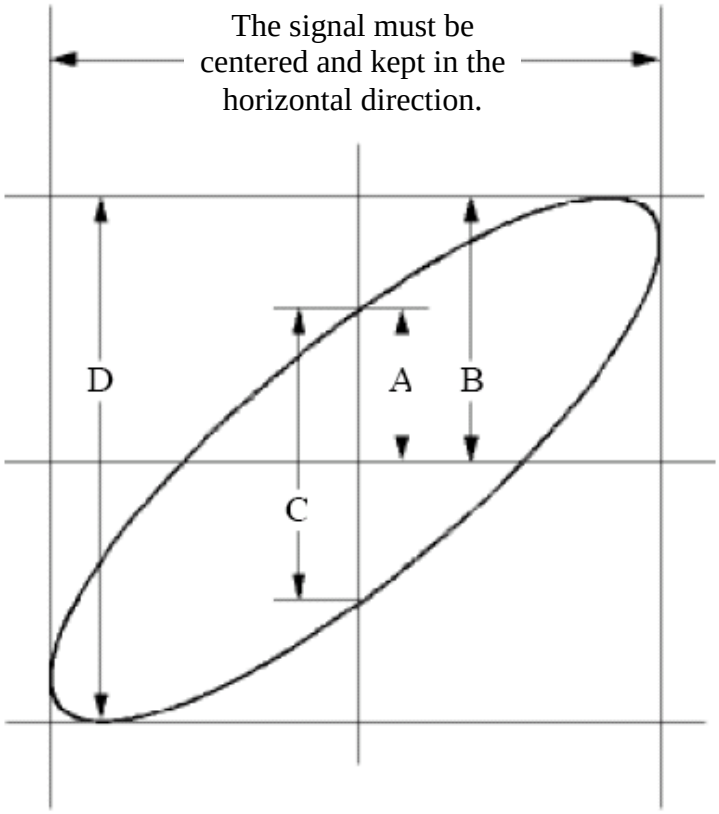

Figure 9-6 Lissajous Graph
(1) Set the probe menu attenuation coefficient for **10X** and that of the switch in the probe for **10X** (see "*How to Set the Probe Attenuation Coefficient*" on P12).
(2) Connect the probe of channel 1 to the input of the network and that of Channel 2 to the output of the network.
(3) Push the **Autoset** button, with the oscilloscope turning on the signals of the two channels and displaying them in the screen.
(4) Turn the **Vertical Scale** knob, making the amplitudes of two signals equal in the rough.
(5) Push the **Display** button and recall the Display menu.
(6) Select **XY Mode** in the bottom menu. Select **Enable** as **ON** in the right menu. The oscilloscope will display the input and terminal characteristics of the network in the Lissajous graph form.
(7) Turn the **Vertical Scale** and **Vertical Position** knobs, optimizing the waveform.
(8) With the elliptical oscillogram method adopted, observe and calculate the phase difference (see *Figure 9-6*).